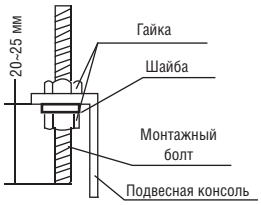

Рис. 4-11
- Выполните разметку для установки подвесной консоли на монтажных болтах (см. рис. 4-11).